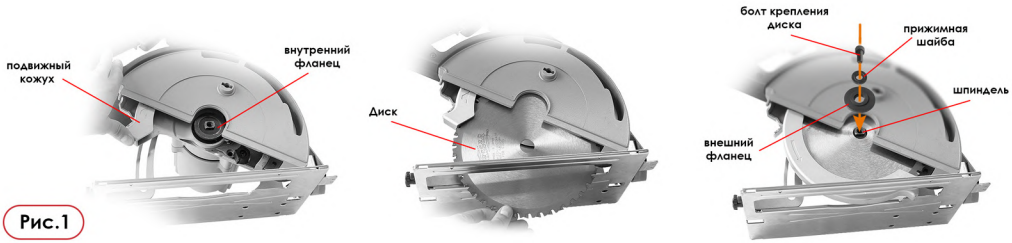

Рис.1
3. Снимите внешний фланец, переместите подвижный кожух в крайнее положение (Рис. 1) и установите диск на шпиндель так, чтобы направление вращения диска совпадало с направлением вращения шпинделя. Зубцы диска очень острые - берегите руки от порезов.